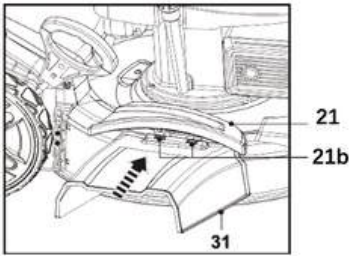

rys. 19
4. Wyrównaj i zawieś otwory (31a) bocznej rynny wyrzutowej (31) na hakach (21b) (rys. 19).